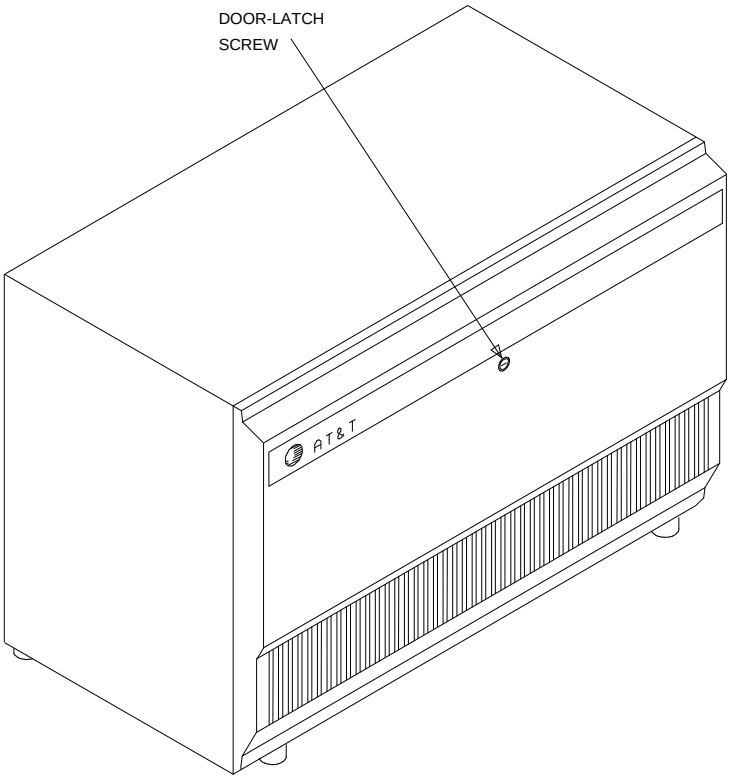

Figure 7-2. Location of Door-Latch Screw for G3r V4 Cabinet
1. Use a screwdriver, and turn door-latch screw counterclockwise one quarter turn to release door (see Figure 7-2).